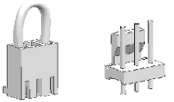

Figure 3.16: Jumpers
- Disconnect the RFI-filters from ground by lifting the jumpers up from their default positions. See Figure 3.16.